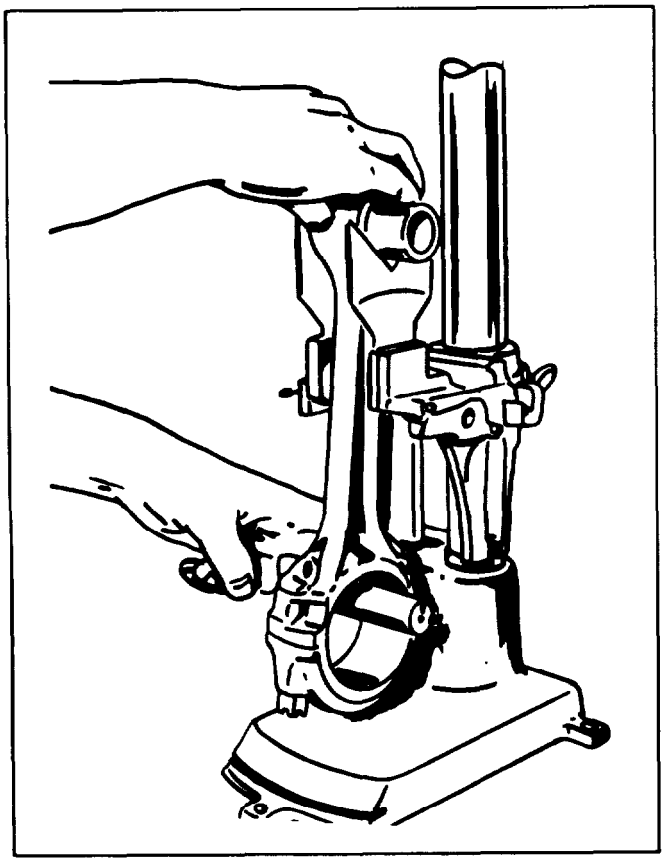

Figure 5-61. Checking Rod Alignment
e. Connect rod alignment should be checked in a fixture such as that shown in figure 5-61. Do not attempt to straighten a bent rod, it must be replaced.